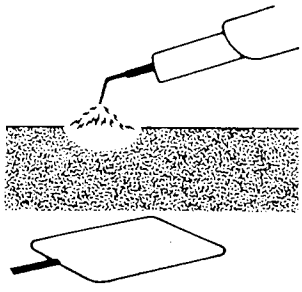

Figure 9
As seen in Figures 9 and 10, there are two types of coagulation:
- Monoterminal Coagulation – Uses the dispersive patient plate (also called a "return electrode" or an "indifferent electrode") as seen in Figure 9.